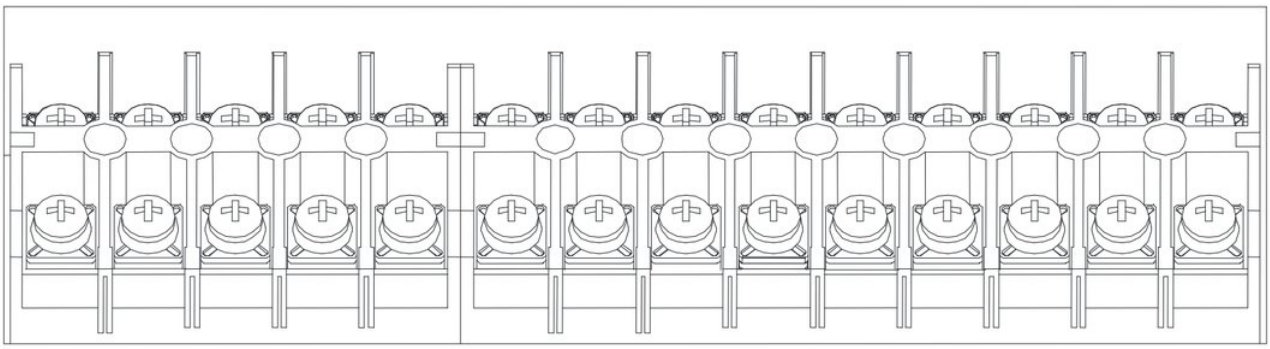

FIGURA 3-9 Marcatura dei morsetti
2. Gli UPS 10K/15K/20K hanno tre modalità, 33, 31 e 11; le marcature dei morsetti sono riportate nella Figura 3-9. I morsetti differiscono leggermente tra le modalità 33, 31 e 11, come illustrato nelle figure da 3-10 a 3-13.